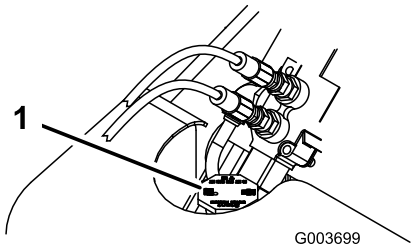

Figure 13
3. Remove the radiator filler cap and check the coolant level (Figure 13). The coolant should be up to filler neck.